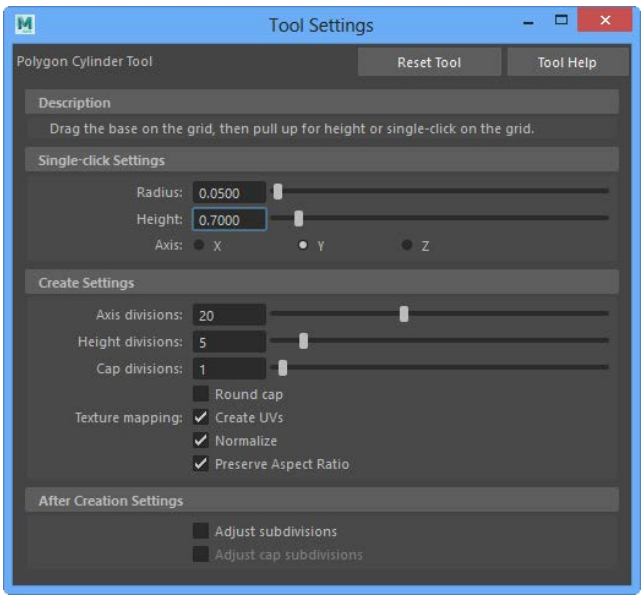

Figure 2-86 *The **Tool Settings (Polygon Cylinder Tool)** panel*
9. Choose **Create > Objects > Polygon Primitives > Cylinder > Option box** from the menubar; the **Tool Settings (Polygon Cylinder Tool)** panel is displayed. Enter the required values in the **Tool Settings (Polygon Cylinder Tool)** panel, as shown in Figure 2-86. Click in the front-Z viewport; a cylinder is created.